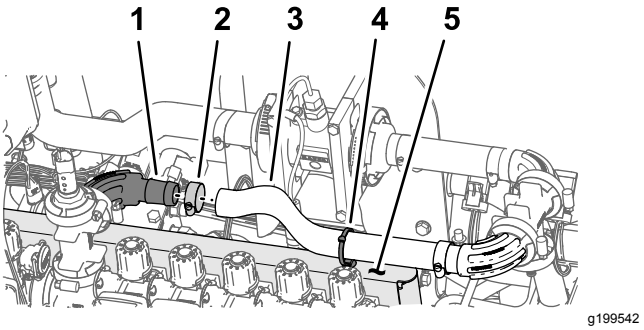

Rysunek 112
1. Zamocuj wąż (1 x 16 cali) do kolanka kołnierzowego 90° (1 cal) w sposób pokazany na Rysunek 112.
2. Zamocuj wąż do złącza kołnierzowego za pomocą zacisku węża (Rysunek 112).
3. Zamocuj opaskę kablową/łącznik wciskany do otworu u góry wspornika zaworów w sposób pokazany na Rysunek 112.
4. Zamocuj opaskę kablową/łącznik wciskany (Rysunek 112) wokół węża (1 x 16 cali).